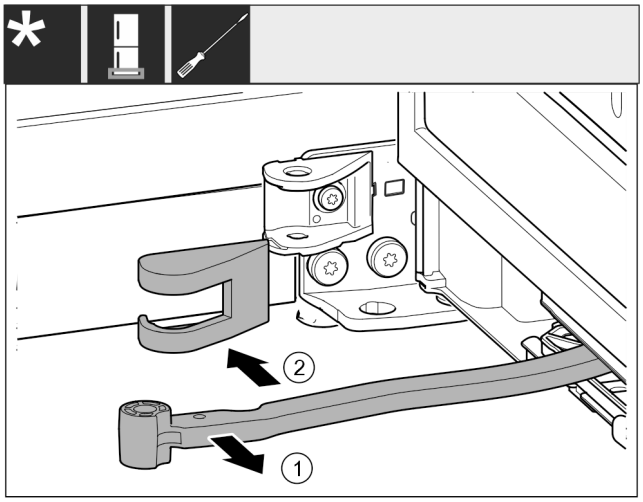

Fig. 20
- ▶ Gelenk *Fig. 20 (1)* in Richtung Tür drehen.
- ▶ Lagerbockabdeckung *Fig. 20 (2)* entfernen.